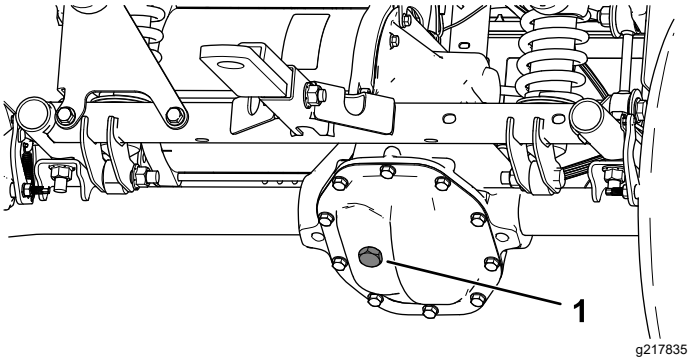

Figura 51
4. Tire o tampão de enchimento do conjunto eixo-transmissão (Figura 51).
5. Se o nível de fluido estiver baixo, retire o tampão de enchimento e adicione o fluido especificado até sair pelo furo (Figura 51).
4. Retire o tampão de enchimento na transmissão e encha a transmissão com o fluido especificado até que saia pelo furo de enchimento (Figura 51).